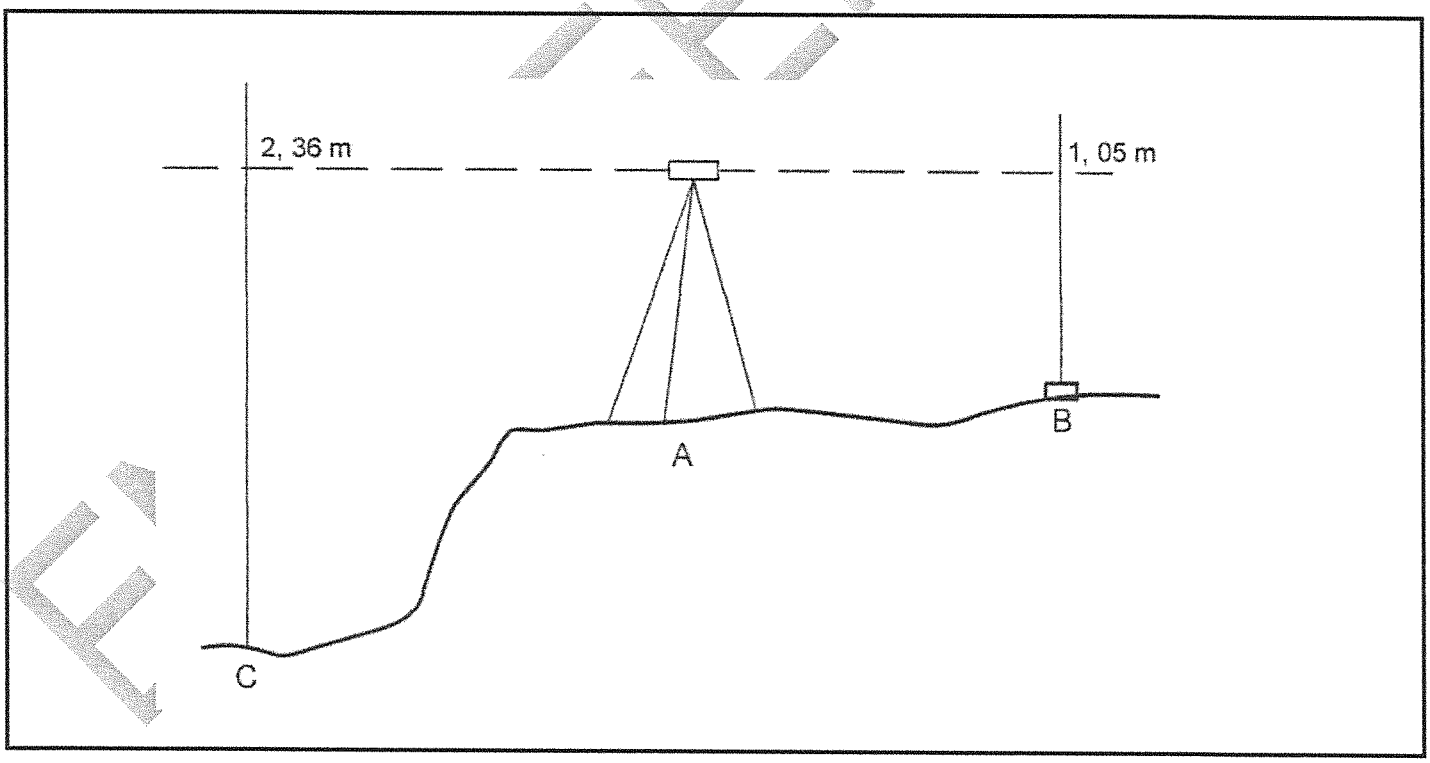

FIGURE 2
5.3 DIAGRAM SHEET 1, FIGURE 2 shows a level set at **A** and a staff held at **B** and **C**.